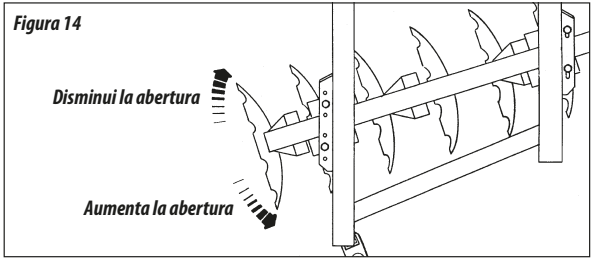

Figura 14
- En terrenos de mayor dificultad de penetración aumentar la abertura de la rastra, conforme figura 14.